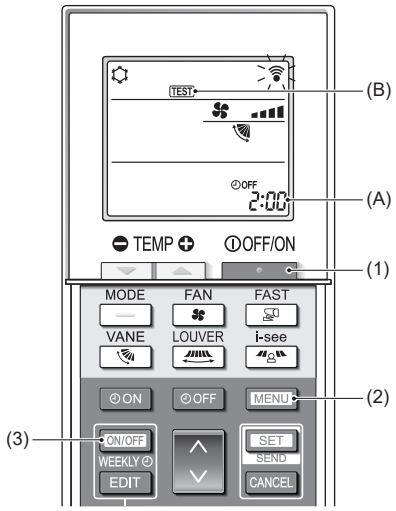

Abb. 7-4
■ **Testlauf (Abb. 7-4)**
1. Drücken Sie die Taste [ ] (1), um die Klimaanlage anzuhalten.
- Wenn der Wochen-Timer aktiviert ist (WEEKLY eingeschaltet ist), drücken Sie die Taste [ON/OFF WEEKLY] (3), um ihn zu deaktivieren (WEEKLY ist ausgeschaltet).
2. Drücken Sie die Taste [MENU] (2) 5 Sekunden lang.
3. Drücken Sie die Taste [MENU] (2).
- TEST (B) leuchtet auf und das Gerät tritt in den Testlaufmodus ein.